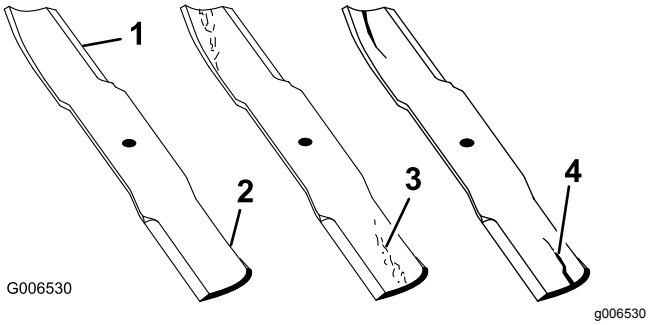

Figur 87
1. Kontrollera eggarna (Figur 87).
4. Montera omedelbart en ny kniv om du upptäcker sprickor, slitage eller spårbildning i detta område (Figur 87).